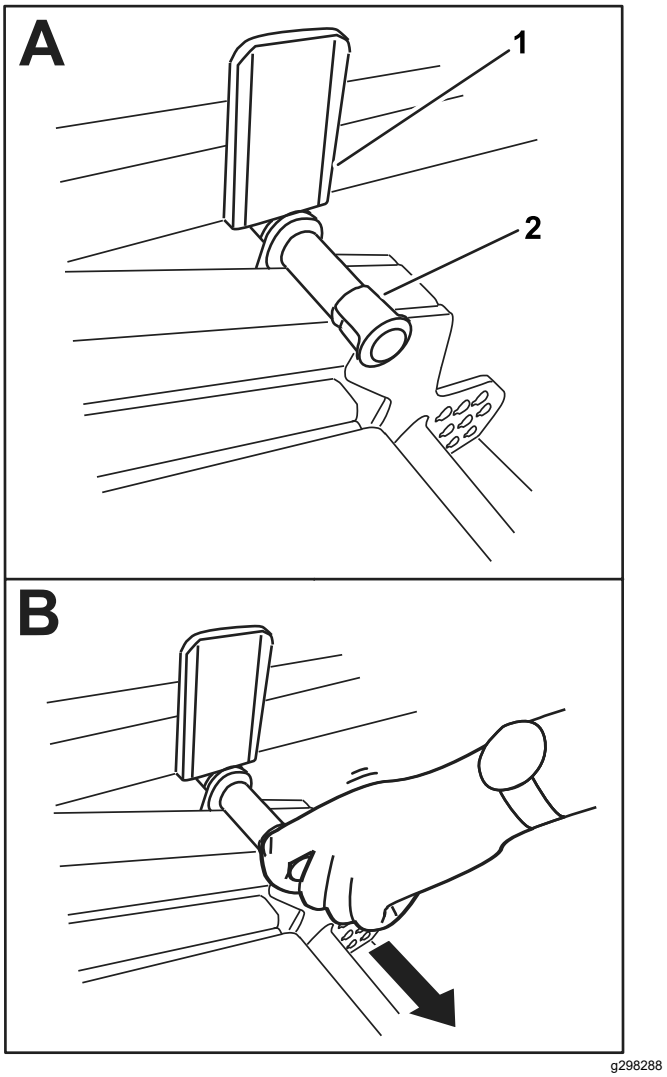

Figura 39
2. Ruotate lentamente l'apparato di taglio verso il basso sinché il perno non entra a contatto con la piastra del braccio di sollevamento (A nella Figura 39).
3. Esercitate una pressione sull'apparto di taglio con il piede, quindi estraete il perno (B nella Figura 39) per consentire all'apparato di taglio di stabilizzarsi nella posizione TRASPORTO.